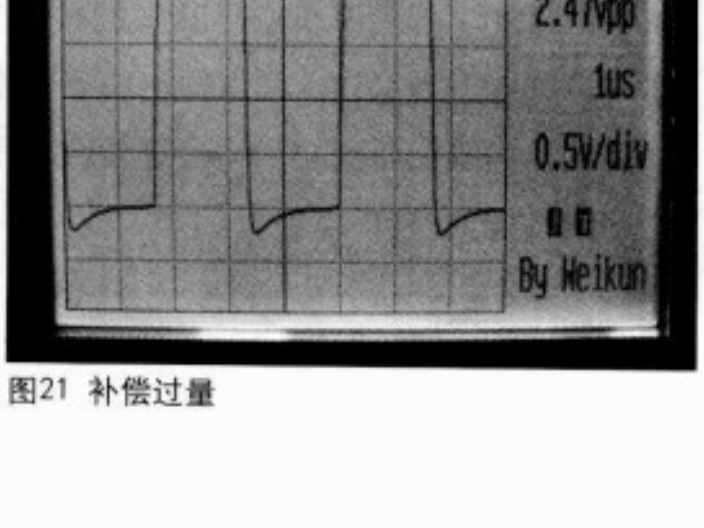
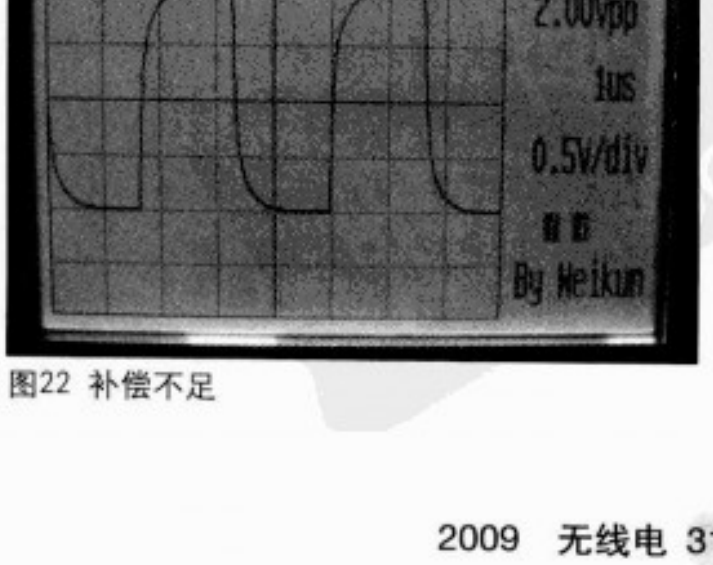
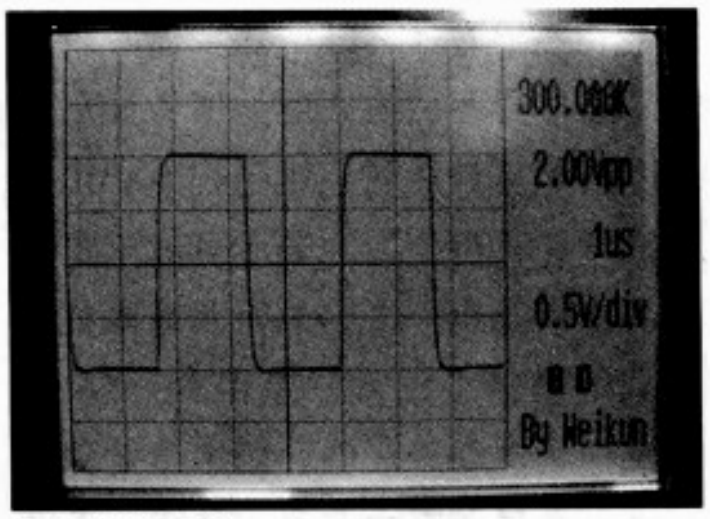

图21 补偿过量
图22 补偿不足
图23 补偿正常
4. 在进行完上述的调整之后这个示波器就基本能够使用了，但在进行较高频率测量时（高于100kHz）还需要调整输入衰减电路中的边沿补偿电容，方法是从示波器的探头输入300kHz有效值为1V的方波信号，在未进行补偿调整之前一般会出现两种情况，分别如图21和图22所示，图21所示的波形显示的情况是补偿过量，图22所示的波形显示的情况是补偿不足，在这种情况下仔细调整程控放大器电路中的两个可变电容C2和C3，直到波形正常，如图23所示。